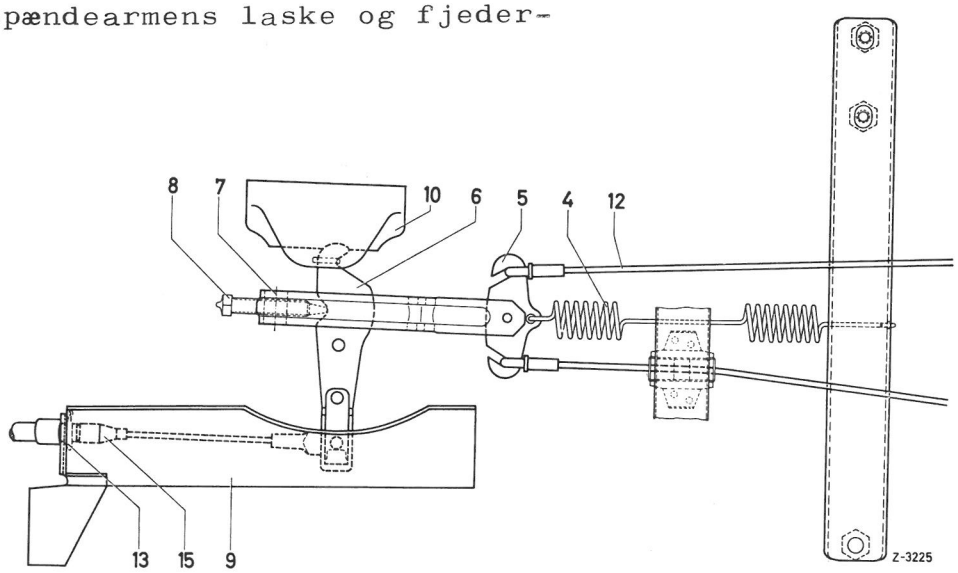

Fig. 42-14/5
1o Mellemarmen (6) føres ind i indstillingsbøjlen (7). Derpå hægtes mellemarmen ind i lejet (1o) på rammen (fig. 42-14/5).